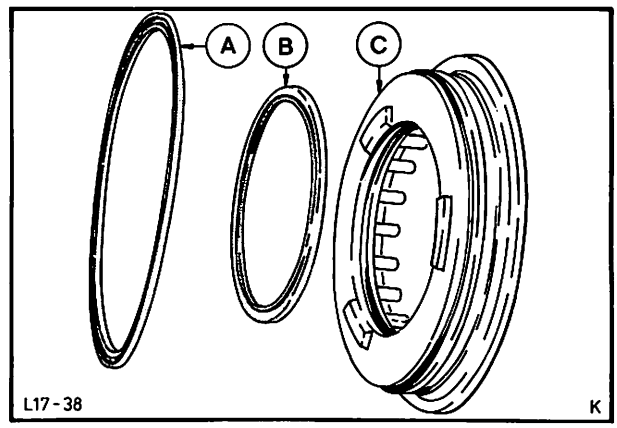
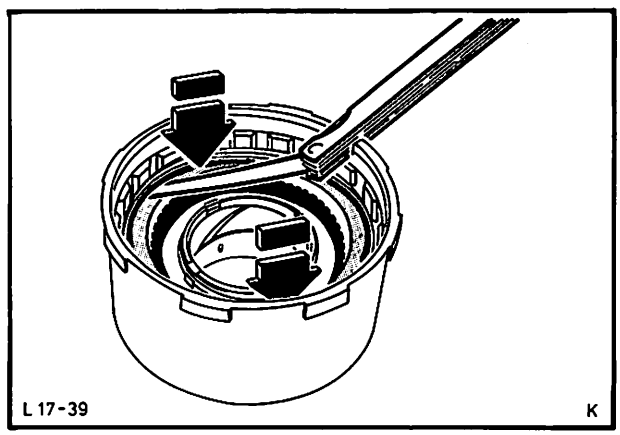

Abb. 65 Kolben Rw.- und Direktgangkupplung
Abb. 66 Spiel zwischen Sprengring und Stützplatte ermitteln, dabei Lamellenpaket an zwei gegenüberliegenden Stellen zusammendrücken
25. Neue Dichtringe und Kolben montieren, Abb. 65, dabei müssen die Dichtlippen zum Druckraum zeigen. Kupplungskolben vorsichtig einsetzen, dabei Kolben leicht hin und her bewegen. Druckfedern (20) und Federteller montieren. Mit Werkzeug 17-007 Federn zusammenpressen und Sprengring einsetzen. Werkzeug entfernen. Lamellenpaket in richtiger Reihenfolge (Stahl, Belag, Stahl abwechselnd und zum Schluß die Stützplatte) einsetzen, Abb. 64, und mit einem Sprengring sichern. Lamellenpaket fest anpressen und Spiel zwischen Sprengring und Stützplatte mit einer Fühlerlehre ermitteln. Abb. 66. Liegt das Spiel außerhalb der vorgeschriebenen Toleranz, 1,4 . . . 2,1 mm, muß ein entsprechender Sprengring (Auswahl siehe Ersatzteil-Katalog) montiert werden.